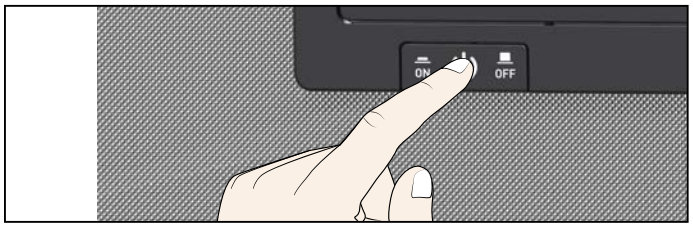

*Bild 23 Enhet stängs av*
3. Stäng av enhet med huvudbrytaren (Bild 23).